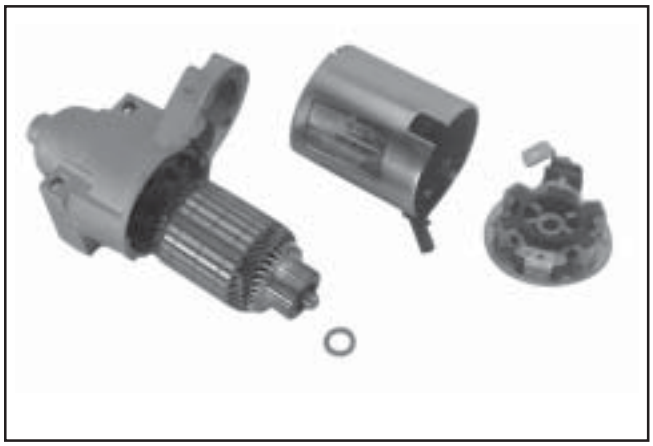

Figure 8-50. Starter Frame Removed.
6. Remove the frame from the armature and drive end cap. See Figure 8-50.